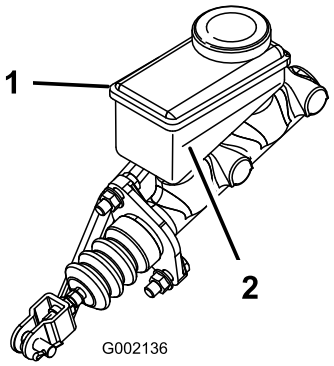

Figur 55
3. Kig på omridset af væskestanden på siden af beholderen (Figur 55).
B. Fyld DOT 3-bremsevæske i beholderen, indtil væskestanden er over minimumslinjen (Figur 55).